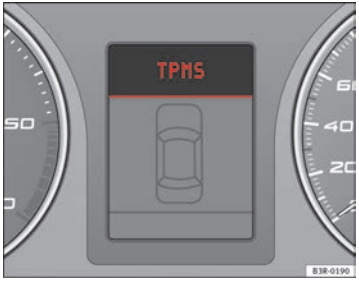
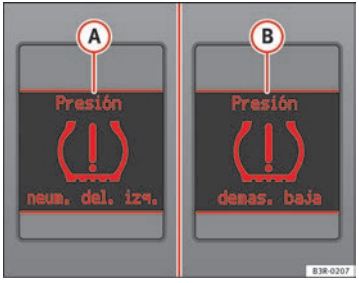

Fig. 45 Display: system fault
Fig. 46 Display: warning message
The yellow warning (!) lamp remains on if the system is faulty or if the pressure is too low in at least one tyre. In the event of a system fault, the letters TPMS are displayed in the centre of the instrument panel ⇒ page 66, fig. 45. If the tyre pressure drops rapidly, message (A) ⇒ page 66, fig. 46 will be shown on the central display of the instrument panel. If the pressure loss is more gradual, message (B) ⇒ page 66, fig. 46 will be shown on the central display of the instrument panel. This message does not show the tyre affected. Should any of these warnings be displayed: